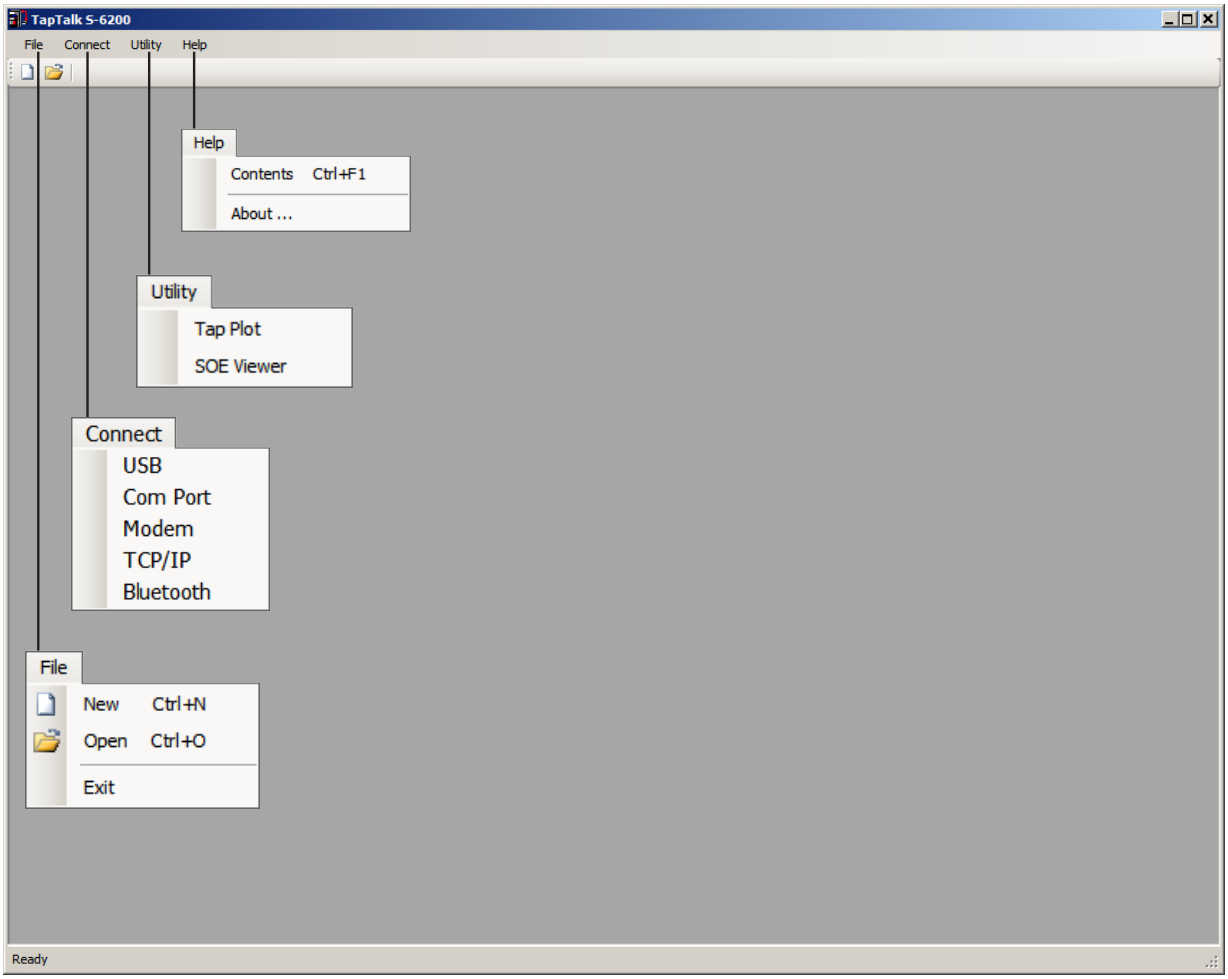
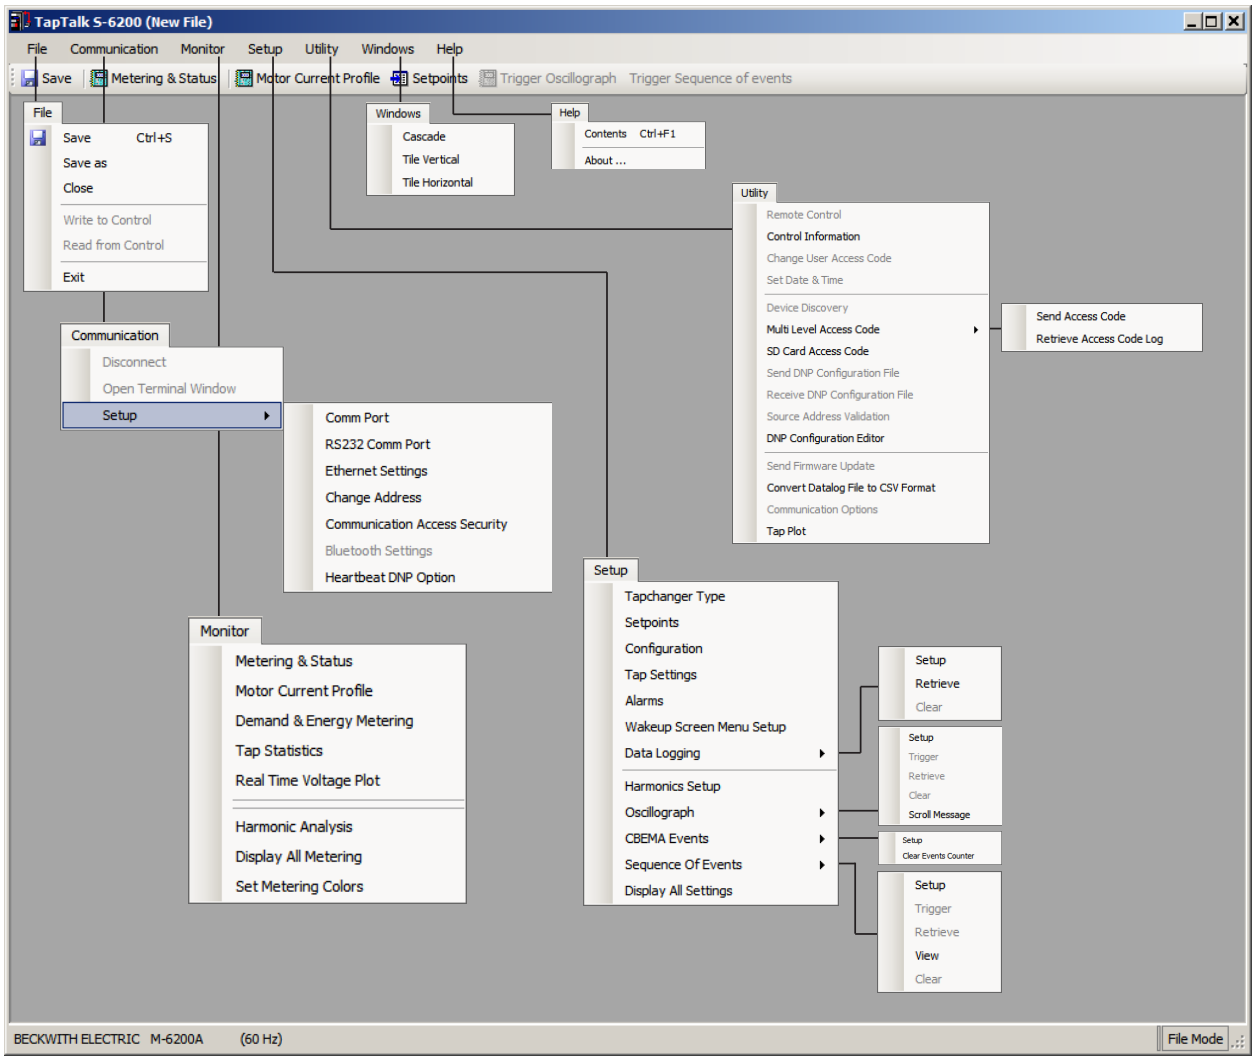

Figure 3-11 TapTalk Main Screen Menu Selections
Figure 3-12 TapTalk® Main Screen Menu Selections (File Mode)
2. Start the TapTalk program. TapTalk will display the TapTalk **Main** dialog screen (Figure 3-11).
The TapTalk® S-6200 Communications Software can be used to successfully communicate settings and operational commands to the M-6200A as well as access the extensive monitoring and status reporting features. Figure 3-11 represents the TapTalk Main Screen menu structure. TapTalk Main Screen "File Mode" menu structure and TapTalk Main Screen "Connected" menu structure are presented in Figures 3-12 and 3-13 respectively.